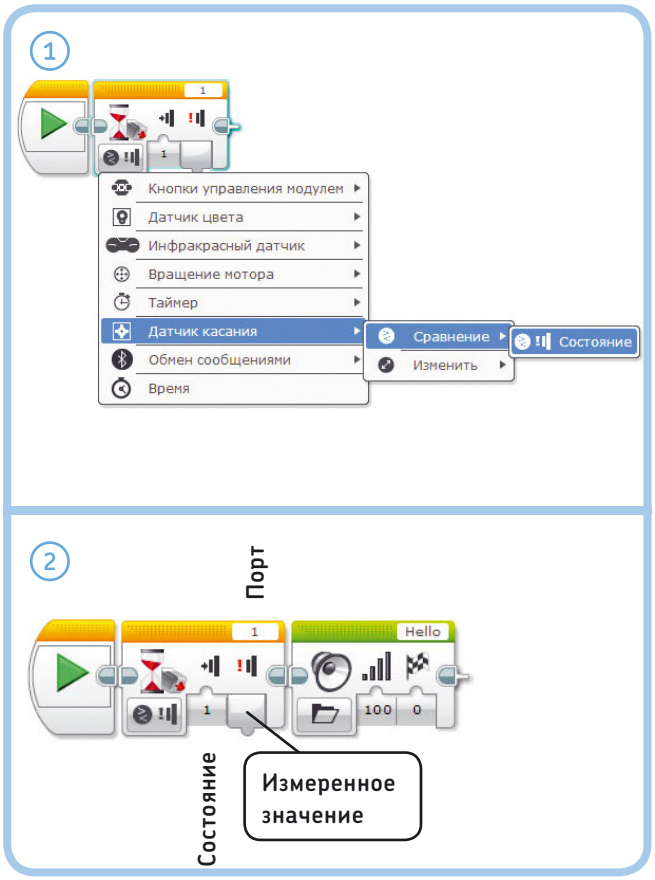

Рис. 6.6. Благодаря программе WaitForTouch робот воспроизводит звук, когда нажата кнопка датчика касания
Ранее вы использовали блок **Ожидание** (Wait) для приостановки выполнения программы на некоторое время (скажем, пять секунд). Но вы также можете использовать этот блок для приостановки выполнения программы до тех пор, пока не сработает датчик. Например, вы можете настроить блок **Ожидание** (Wait) на приостановку программы до того момента, пока кнопка датчика касания не будет нажата, выбрав режим **Датчик касания** (Touch Sensor), как показано на рис. 6.6.
Создайте новый проект под названием EXPLOR3R-Touch с программой WaitForTouch, как показано на рис. 6.6. Для блока **Ожидание** (Wait) выберите режим **Датчик касания** ▸ **Сравнение** ▸ **Состояние** (Touch Sensor ▸ Compare ▸ State). При запуске программы поначалу ничего не будет происходить, но при нажатии кнопки датчика касания (нажатия на бампер) робот должен сказать: «Привет!»
СОВЕТ **Добавьте еще одну пару блоков Ожидание (Wait) и Звук (Sound) в программу WaitForTouch (рис. 6.6). Первый блок Ожидание (Wait) должен ждать нажатия, а второй — отпускания кнопки датчика. Где вы разместите новые блоки?**
- Блок **Ожидание** (Wait) в режиме **Сравнение** (Compare) продолжает снимать показания с датчиков, пока условие не станет истинным. Когда это происходит, программа переходит к следующему блоку в последовательности (см. рис. 6.6).